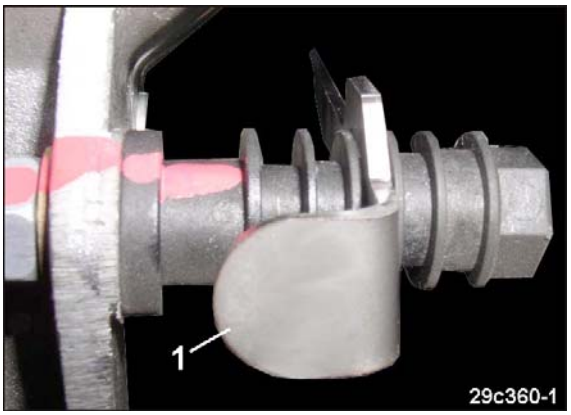

Fig. 102
13. Am Hebel (Fig. 102/1) vorsichtig ziehen und prüfen, ob der Hebel nach dem Auslenken in seine Ausgangsposition zurückkehrt.